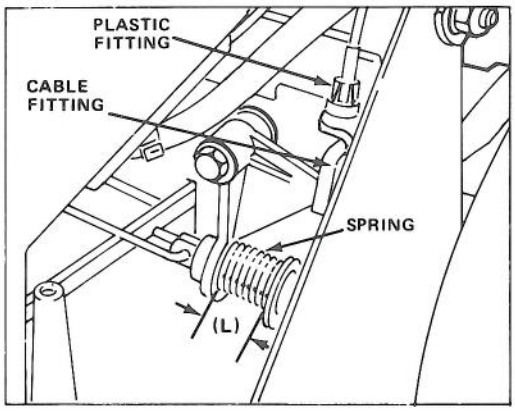

Figure 26
3. Move control panel down and lift up against handle. With control bar against handle, measure the spring length (L) at the front of the spring, as shown in Figure 26.